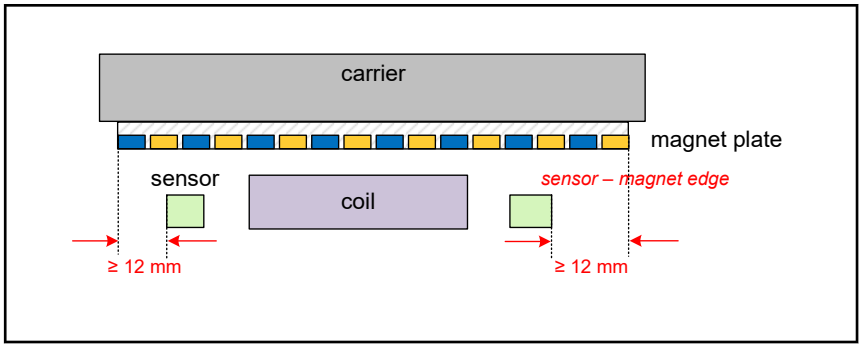

Fig. 4-9: Hall sensor - magnet plate overlap
- The minimum sensor overlap is defined as follows. When the carrier is centered above two sensors, the minimum sensor to magnet plate edge distance is 12 mm on both sides, see fig. 4-9 "Hall sensor - magnet plate overlap" on page 33.